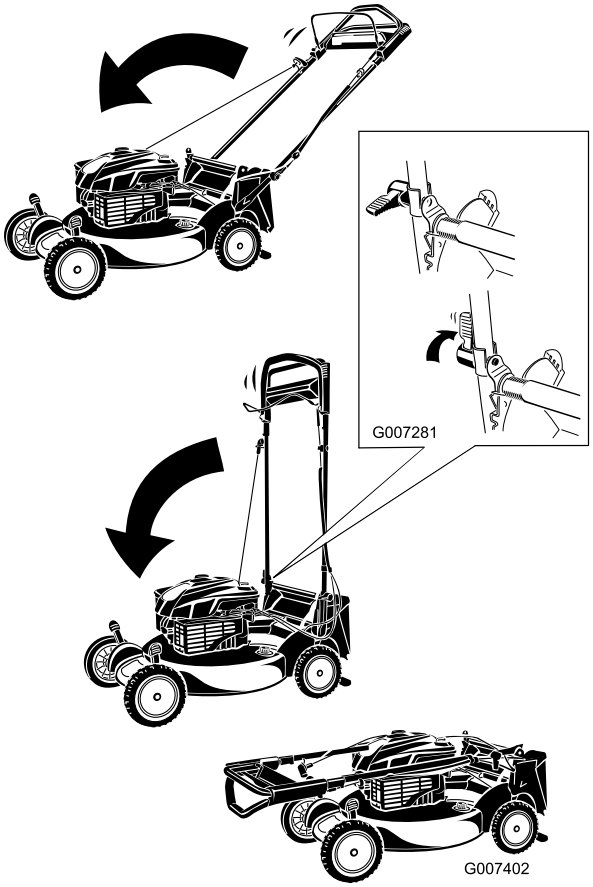

Figur 40
1. För handtaget framåt (Figur 40).